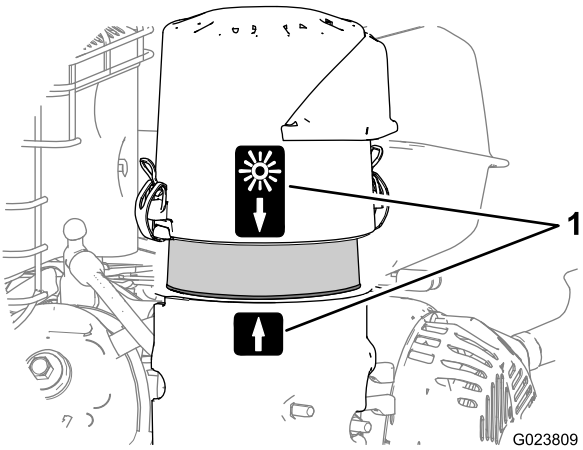

Figur 23
8. Plasser pilmerket på luftrenserdekslet på linje med pilmerket på basen (Figur 23).